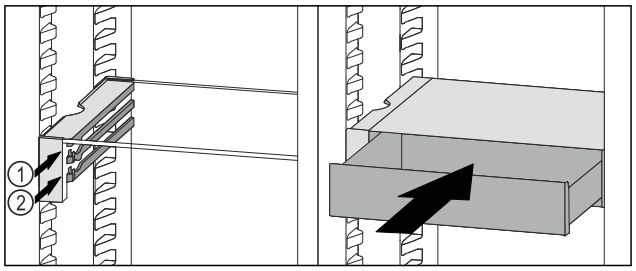

Fig. 149
▶ Place the VarioSafe drawer behind the stoppers on desired rib *Fig. 149 (1)* or *Fig. 149 (2)*.